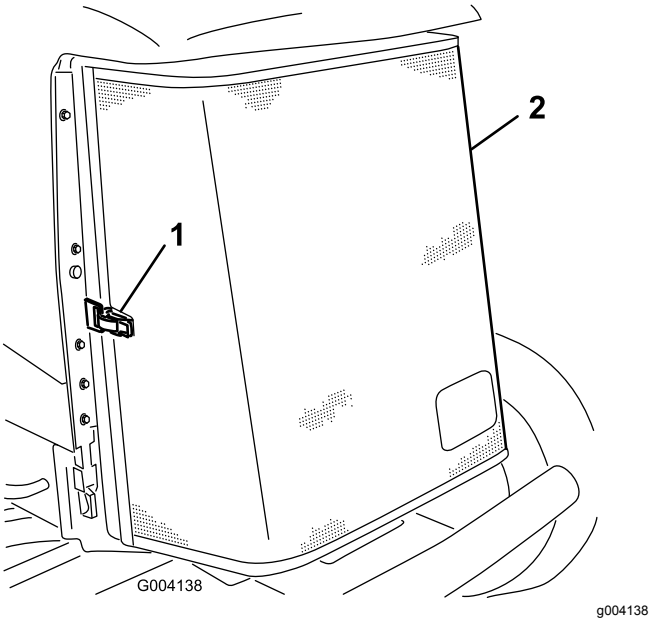

Figuur 91
3. Maak de sluiting los en draai het achterscherm open (Figuur 91).